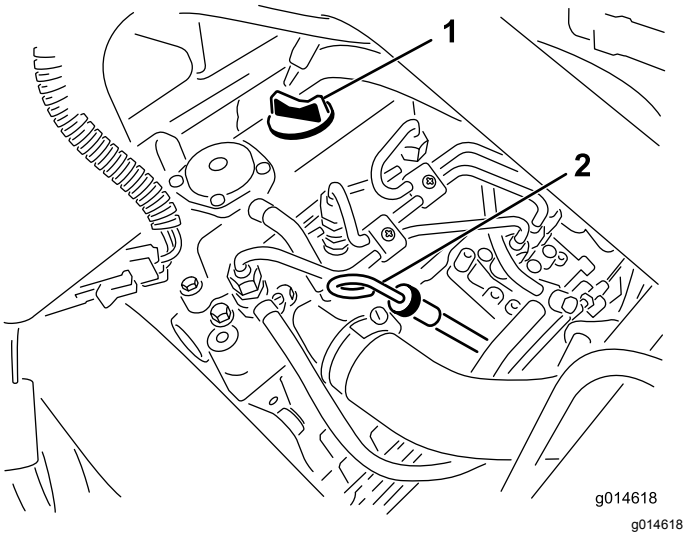

**Rysunek 31**
2. Wyjmij wskaźnik poziomu i wytrzyj go czystą szmatką (Rysunek 31).